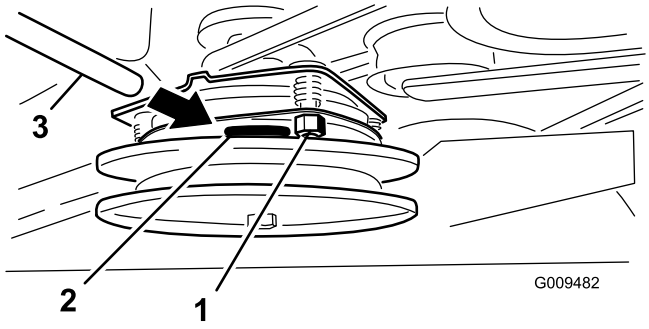

Figure 60
2. Si un réglage est nécessaire, réglez-le à 0,381 mm (0,015") pour chacune des trois positions de réglage. Serrez les contre-écrous jusqu'à ce la jauge d'épaisseur fléchisse légèrement mais puisse bouger facilement dans l'entrefer (Figure 60).